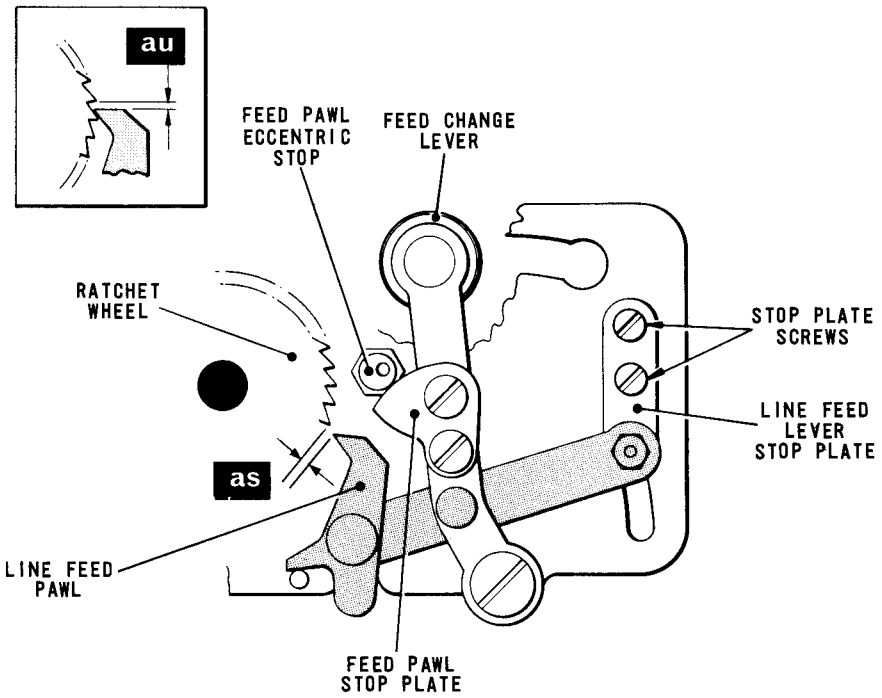
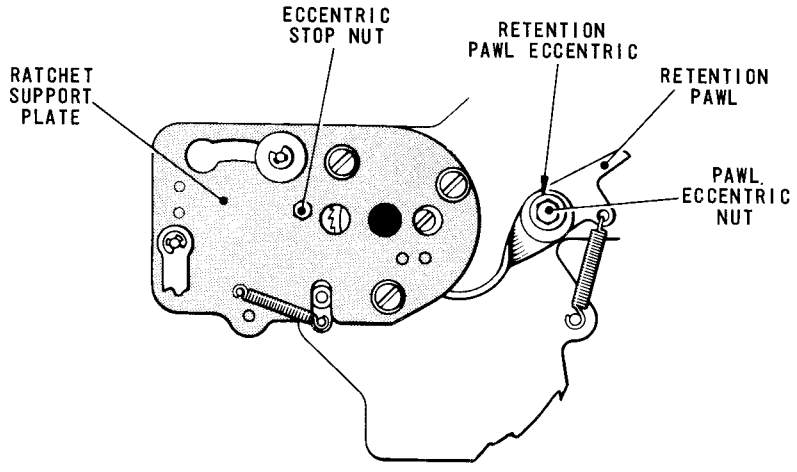

Fig. 4.37 LINE FEED RATCHET WHEEL MECHANISM
Fig. 4.41 RATCHET SUPPORT PLATE
42.1 Move the feed change lever, Fig.4.37, to the double feed position, i.e. towards the front of the machine.
42.4 Move the feed change lever, Fig.4.37, to the single feed position and repeat Checks 42.2 and 42.3.
43.1 Move the feed change lever, Fig.4.37, to the double feed position. Depress the Line Feed Key or, if the machine has no keyboard, set up the Line Feed code combination (SMSSS) on the pins. Lift the translator clutch abutment and turn the machine by hand until the line feed mechanism is fully fed. Check that the feed pawl is now clear of its eccentric stop. Check also that there is a maximum clearance of .015 in. (dimension 'au' - inset) between the feed pawl and the next tooth of the ratchet wheel.
★ If the movement available on the pivot is insufficient to satisfy Check 43.1, slacken the two ratchet wheel clamp screws, move the ratchet wheel slightly with respect to the platen and tighten the clamp screws. Access to the clamp screws is via the hole in the ratchet support plate, Fig.4.41.
44/3 Depress the Line Feed key or, if the machine has no keyboard, set up the Line Feed code combination (SMSSS) on the pins. Lift the translator clutch abutment and turn the machine by hand until the line feed mechanism is fully fed. Ensure that the retention lever roller is fully engaged in the retention wheel. Check that the feed pawl, Fig.4.37, is now clear of its eccentric stop and that there is a maximum clearance of .015 in. (dimension 'au' - inset) between the feed pawl and the next tooth of the ratchet wheel.
46.1 Move the feed change lever, Fig.4.37, to the double feed position. Depress the Line Feed key or, if the machine has no keyboard, set up the Line Feed code combination (SMSSS) on the pins. Lift the translator clutch abutment and turn the machine by hand until the line feed mechanism is fully fed.
46.3 If this is not so, slacken the eccentric stop securing nut, Fig.4.41, and turn the eccentric stop, Fig.4.37, until the correct amount of overthrow is present. Tighten the nut.
47.1 With the machine in the rest position, check that the retention pawl, Fig.4.41, is engaged in the ratchet wheel and that it is possible to turn the platen against the normal direction of rotation by a maximum of .015 in. measured at the edge of the platen.